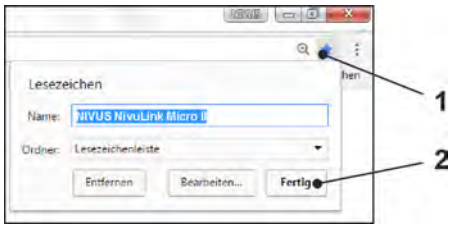

Fig. 32-4 Setting up favourite
9. To set up a favourite in the browser (for direct access), tap the star for "Favourites" (Fig. 32-4 Pos. 1) (Google Chrome is used as an example) and confirm with "Done" (Fig. 32-4 Pos. 2).